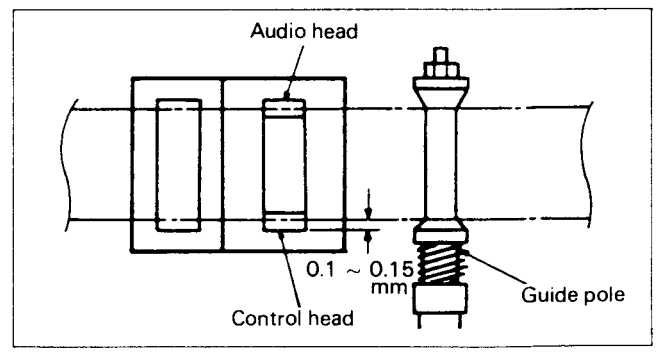

Fig. 10 Height Adjustment
5) Remove the adjustment jigs, load a blank tape and set the VTR to the play mode. Check that extreme curling or rising does not occur near the A/C head at this time. When it happens, adjust the tile adjustment hexagonal screw, azimuth adjustment screw and the height adjustment nut again. With the best A/C head height, the bottom end of the tape is approx. 0.1 — 0.15 mm from the bottom of the control head core. (Refer to Fig. 10.)